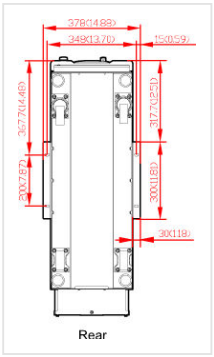

FIGURE 3-2 Mounting holes of the support plates, bottom view, mm (in)
4. Mark the mounting holes of the support plates on the floor (Figure 3-2).